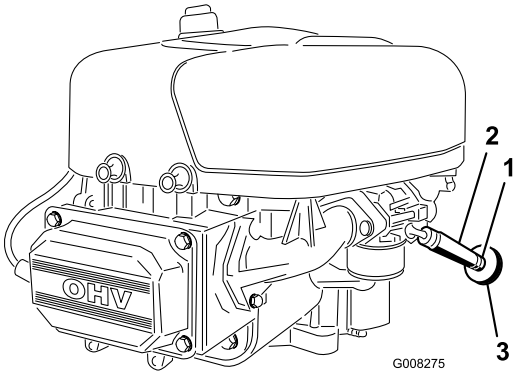

Figur 26
7. Lossa slangklämman vid bränslefiltret och skjut den uppåt längs bränsleslangen, bort från filtret (Figur 26).
8. Dra av bränsleslangen från bränslefiltret (Figur 26).
11. Dra tillbaka slangklämman intill filtret för att säkra bränsleledningen (Figur 26).
Det är bäst att byta bränslefiltret (Figur 26) då tanken är tom. Montera aldrig ett smutsigt filter efter att det har tagits bort från bränsleslangen.